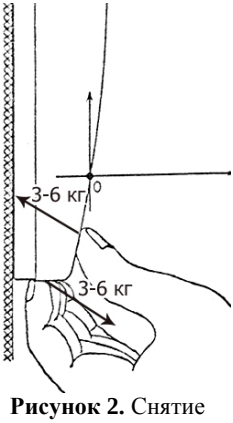

Рисунок 2. Снятие передней панели
2.1.6 Снимите переднюю панель блока, изогнув её относительно точки «0» в соответствии с рис. 2. Большие пальцы расположите над защелками и как можно ближе к точке «0».